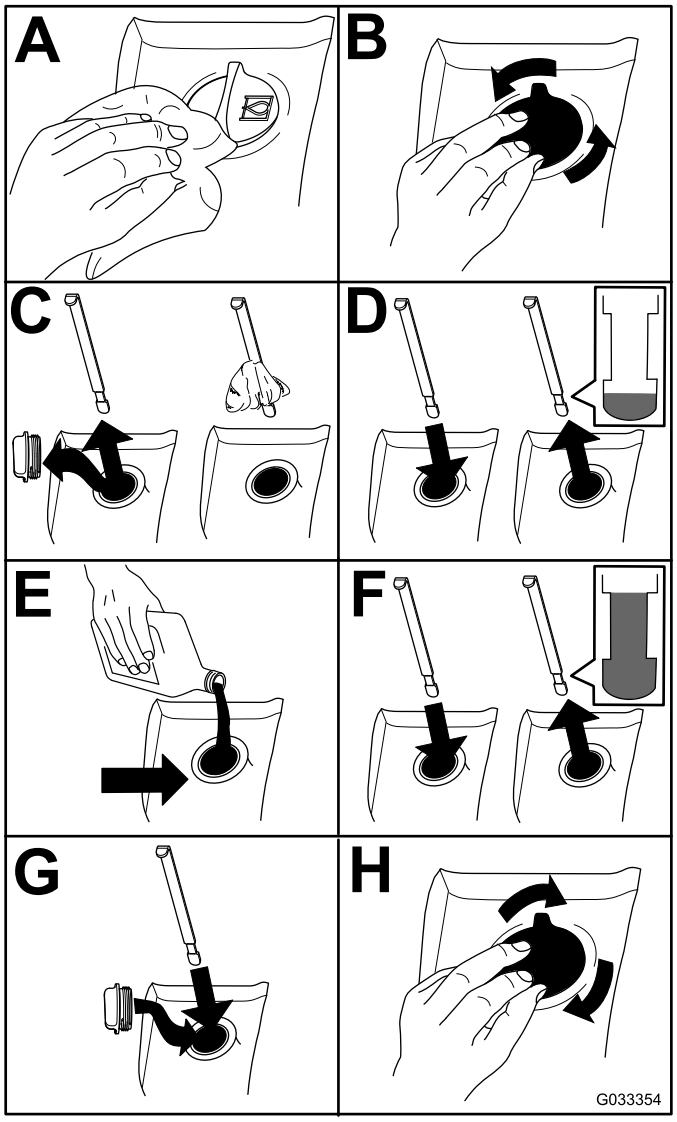

Figuur 71
2. Controleer het peil van de hydraulische vloeistof (Figuur 71).